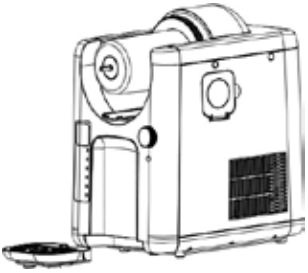

Fig. 10
18. Estrarre la vaschetta raccogli gocce dall'apparecchio, svuotarla e lavare la vaschetta e la griglia in acqua calda con l'aggiunta di un po' di detersivo (Fig. 10).